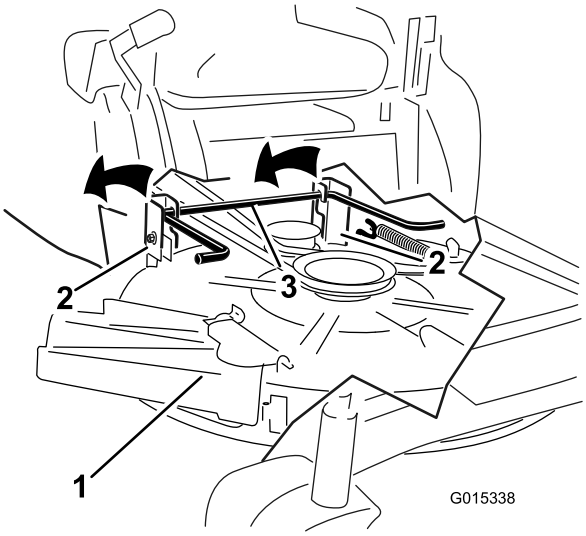

Figuur 63
6. Hef het maaidek en de ophangbeugels op van de achterste hefstang en laat het maaidek voorzichtig neer op de grond (Figuur 63).
5. Hef de achterkant van het maaidek op en leid de ophangbeugels over de achterste hefstang (Figuur 63).